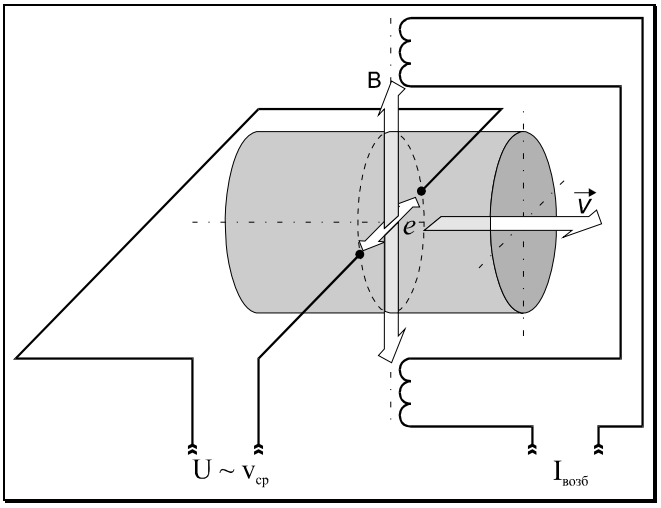

Рисунок 1 — Принцип работы электромагнитного первичного преобразователя (датчика) расхода
1.2.2.2 Принцип работы датчиков расхода РМ-5 основан на явлении электромагнитной индукции. При прохождении электропроводящей жидкости через магнитное поле в ней, как в движущемся проводнике, наводится электродвижущая сила (ЭДС), пропорциональная средней скорости жидкости (рисунок 1). ЭДС снимается двумя электродами, расположенными диаметрально противоположно в одном поперечном сечении проточной части датчика расхода заподлицо с ее внутренней поверхностью. Сигнал от электродов по экранированному кабелю подается на вход электронного блока, обеспечивающего его дальнейшую обработку.